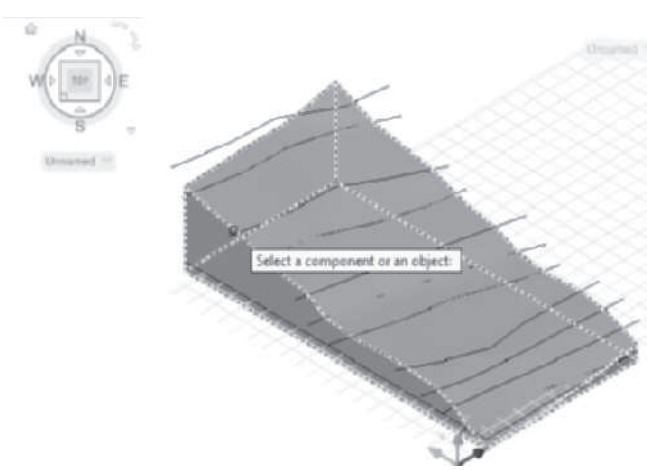

FIGURE 4.62 *Assigning material to the Body component of the mass element*
9. Choose **Site Construction. Planting.Groundcover.Grass.Thick** material from the Materials palette. Move the cursor to the workspace and select the mass element as shown in Figure 4.62. Press ENTER to apply the material to the style of the drape.